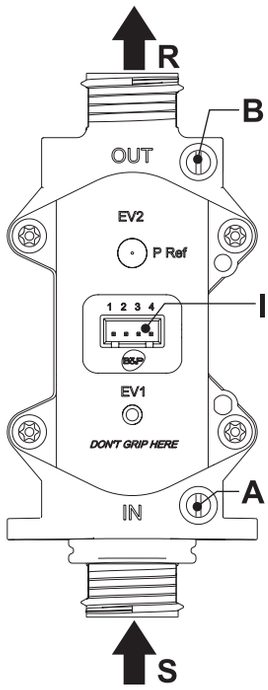

Рис. 18. Газовый клапан
2) Включите на котле **режим «Тест»** (см. рис. 18), для чего: